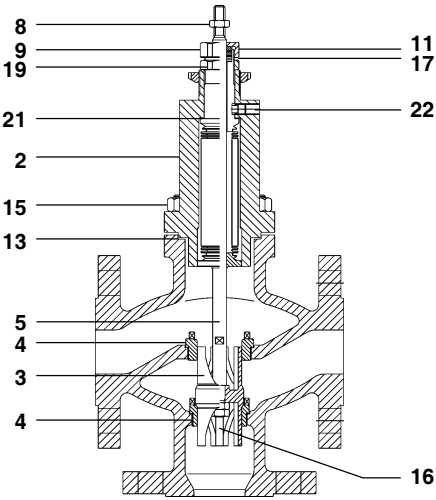

图9．混流阀
4.3.2 混流阀更换阀芯、阀座和波纹管组件的步骤（参考图9）